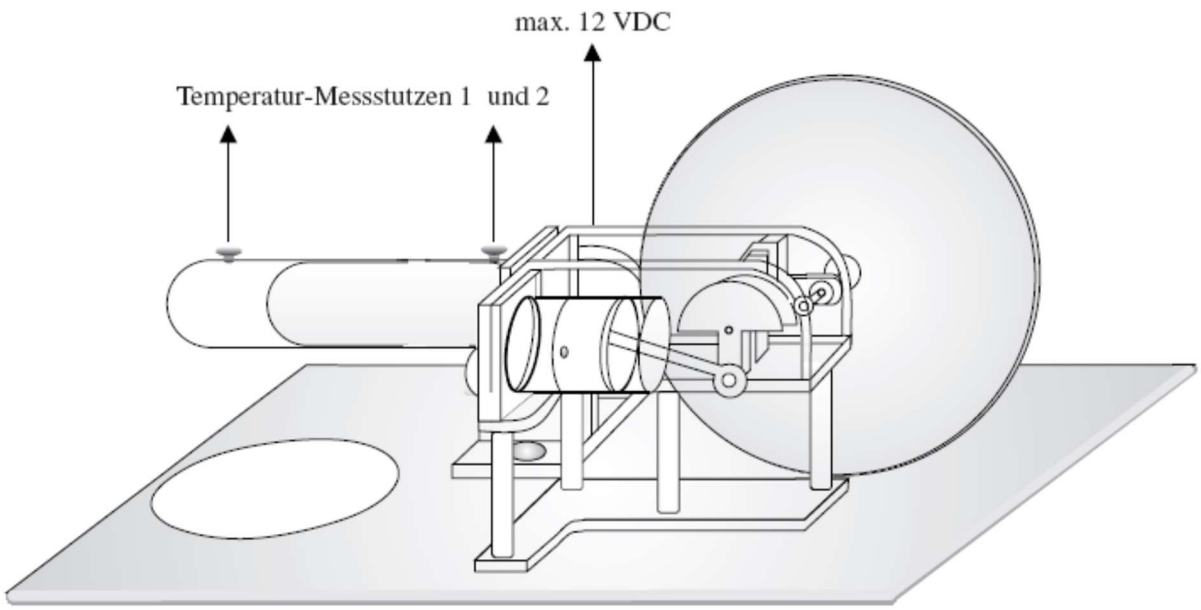

Fig. 3 Der Stirlingmotor als Wärmepumpe oder Kältemaschine
- Temperatursensoren in die Temperatur-Messstutzen einsetzen und an das Digital-Thermometer anschließen (siehe Fig. 3).